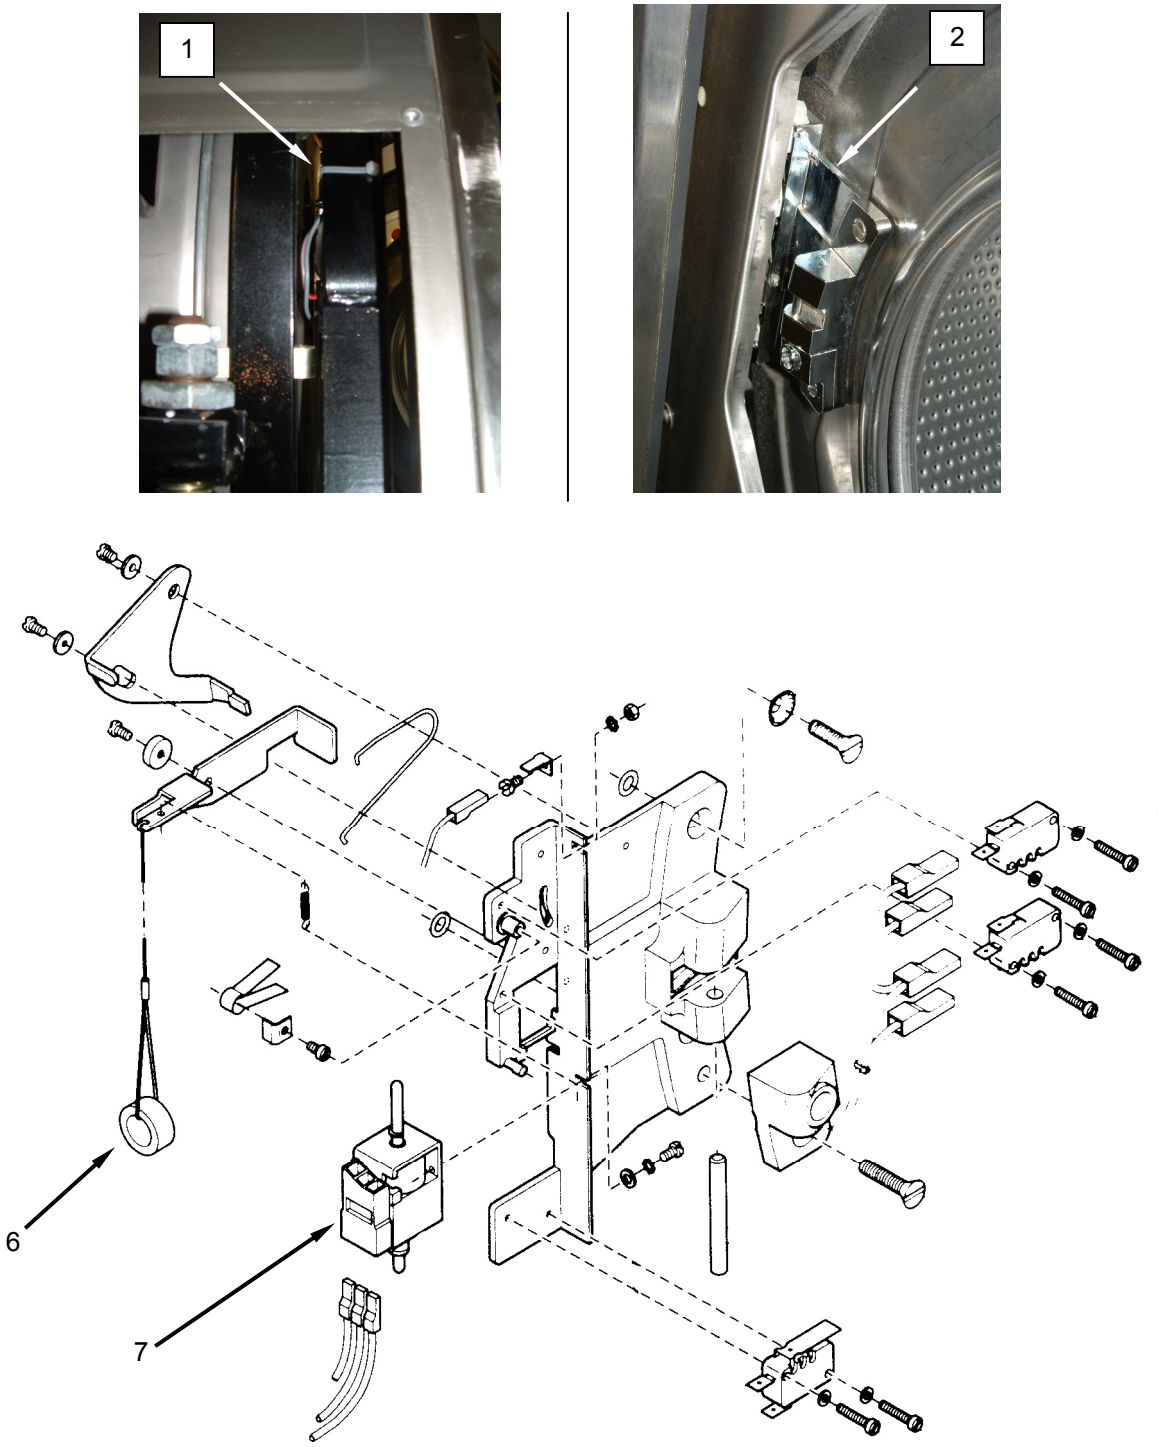

Figure 10. Replace the Door Lock Solenoid.
2. Cut the wire ties **(Figure 10, Item 1)** retaining switch wiring to the washer frame. There may be one or two wire ties.
3. Pull down on release **(Figure 10, Item 6)** and then open washer door.
4. Remove screws retaining door strike assembly **(Figure 10, Item 2)** and remove door strike assembly.
5. Tag and disconnect wiring from solenoid **(Figure 10, Item 7)**.
6. Remove screws retaining solenoid **(Figure 10, Item 7)** to door strike assembly **(Figure 10, Item 2)** and remove solenoid.
7. Install replacement solenoid **(Figure 10, Item 7)** onto door strike assembly **(Figure 10, Item 2)** and retain with screws.
8. Connect wiring to replacement solenoid **(Figure 10, Item 7)** as tagged.
9. Install door strike assembly **(Figure 10, Item 2)** and retain with screws.
10. Retain wiring with wire tie **(Figure 10, Item 1)**.